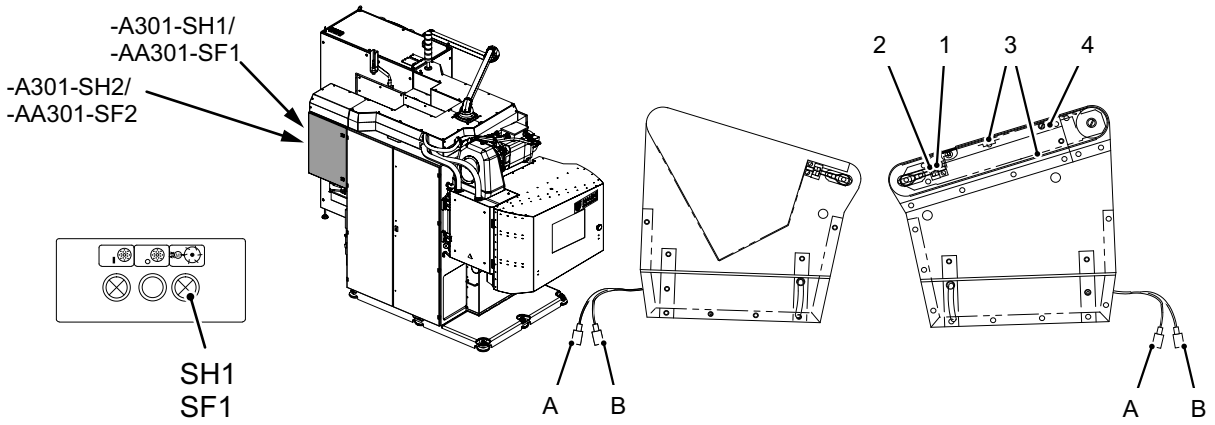

Fig. 65 Compacting belt (0592_K100HWR.z.00068.00.svg)
1. Remove the compacting belt (↑ 3-84), turn it round and set it down with the belt facing upwards. Do not detach plug connections *(Fig. 65-A)* and *(Fig. 65-B)* when doing this.
3. Turn selector switch *(Fig. 65-A301-SH1 / AA301-SF1)* to the right-hand position in order to switch to manual mode. LED lights up.
4. Press button *(Fig. 65-SH1 / SF1)* to start the compacting belt in reverse mode; pilot lamp lights up.
4. Press button *(Fig. 65-A301-SH1 / AA301-SF1)* to stop the compacting belt.
2. Detach plug connections *(Fig. 65-A)* and *(Fig. 65-B)*.
11. Re-establish plug-in connections *(Fig. 65-A)* and *(Fig. 65-B)*.
1. Turn selector switch *(Fig. 65-SH2 / SF2)* to the right-hand position in order to switch to manual mode. LED lights up.
2. Press button *(Fig. 65-SH1 / -SF1)* to start the compacting belt in reverse mode; pilot lamp lights up.
4. Press button *(Fig. 65-S103)* to stop the compacting belt.